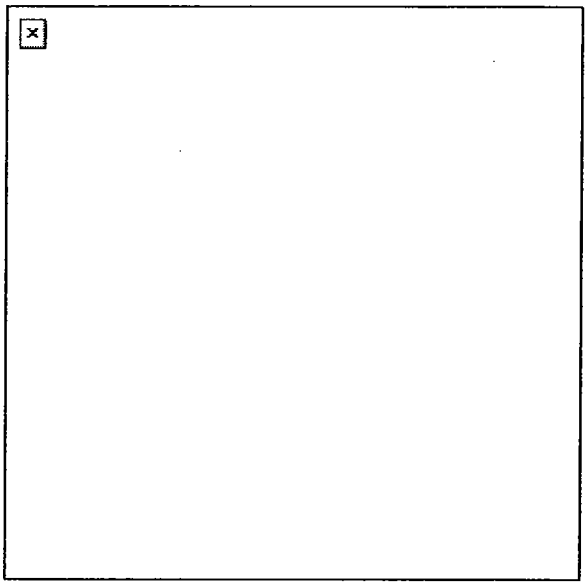

Figure 2. Climbing slope and side slope capabilities.
2. Perform resection without a compass (Figure 2).
a. Orient your map as closely as you can using one of the ways you've learned about finding direction, compass sun, watch or stars. Then look for some feature, such a water tower (Figure 2, Point A), that you can also find on the map. Put a ruler or straightedge on the map, and place it next to the water tower symbol (Figure 2), Point B) on the map. Then align the straightedge so that it points directly at the real water tower. Draw a line along the straightedge or ruler (the line will cross the symbol for the water tower on your map).
(2) Military vehicles are designed to climb 60-percent (30-degree) slopes if the surface is dry and firm. If gravel, vegetation, or mud is on the slope, the practical slope-climbing capability is about 40 percent (20 degrees) (Figure 2).
(b) The side slope is more important than the climbing slope. A 40-percent side slope is the maximum in good weather (Figure 2). Traverse a side slope slowly and without turning. Rocks, stumps, or sharp turns can cause a downhill track to be thrown under the vehicle, which is a major recovery task.